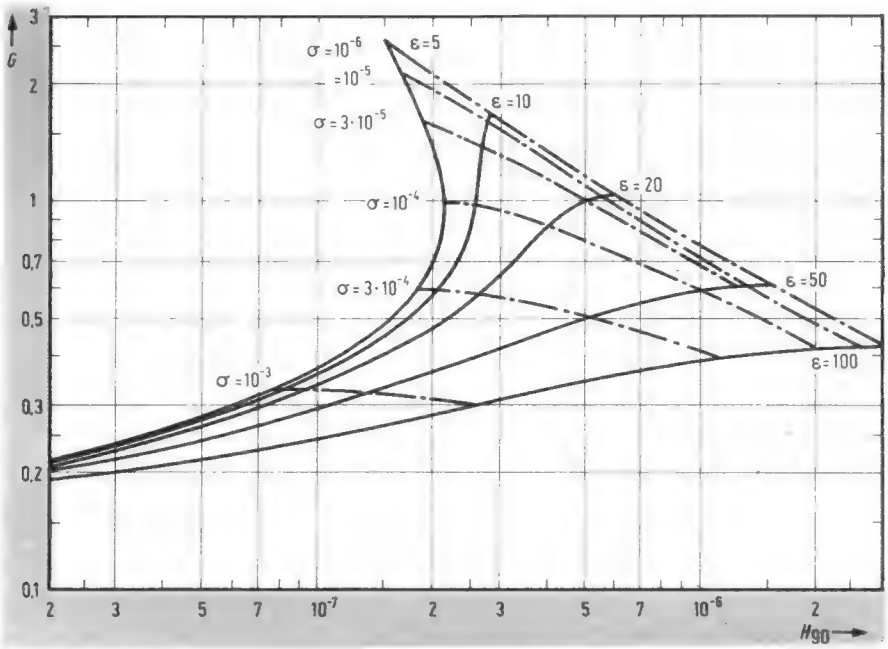

Bild 9. Diagramm zur Berechnung der Dämpfung in Gestein, f = 120 kHz, Distanz 200 m
Eine bessere und universellere Lösung hierzu bieten Diagramme wie *Bild 9*. G ist nach Gl. (16) zu berechnen, den Wert $H_{90}$ gewinnt man entweder über eine absolute Eichung oder man bestimmt für eine durch $\sigma$ noch nicht beeinflußte Meßentfernung den Referenzwert (z. B. für 10 m). Gleichzeitig mit $\sigma$ gewinnt man auch die durchschnittliche Dielektrizitätskonstante $\varepsilon$, welche bisher nicht berücksichtigt wurde.
Die *Zweifrequenzmethode* beruht auf ähnlichen Diagrammen wie Bild 9, statt $H_{90}$ wird jedoch auch auf der Abszisse ein Verhältnis G aufgetragen, wobei eine andere Meßfrequenz (z. B. 500 kHz und 1000 kHz) verwendet wird. Dies erspart eine absolute Eichung, da nur Quotienten der Meßwerte ins Ergebnis eingehen. Voraussetzung ist allerdings, daß sich $\varepsilon$ und $\sigma$ in dem Meßfrequenzbereich nicht wesentlich ändern.